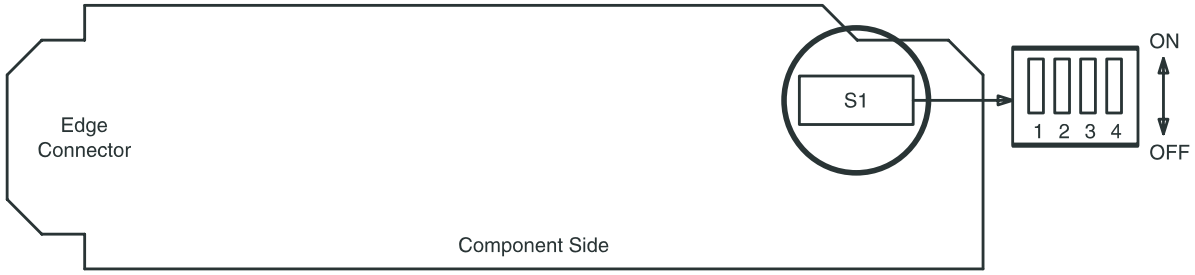

Figure 4. HDSL Control Switch
14. Set **HDSL** option switches per Table E and Figure 4.